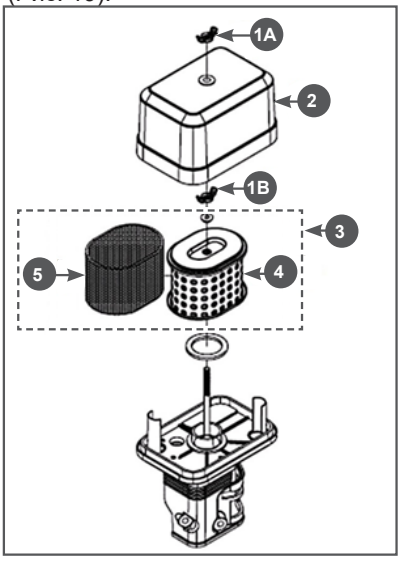

Рис. 19 Обслуживание воздушного фильтра
1. Открутите барашковую гайку 1А и снимите крышку 2 воздушного фильтра (Рис. 19).
2. Открутите барашковую гайку 1В и извлеките из корпуса воздушный фильтр 3 в сборе (Рис. 19).
3. Проверьте целостность и чистоту фильтрующих элементов. Поролоновый (предварительный) фильтрующий элемент 5 установлен на корпусе бумажного фильтрующего элемента 4 (Рис. 19).
4. При незначительном загрязнении промойте предварительный поролоновый фильтрующий элемент 5 (Рис. 19) теплым мыльным раствором и просушите. Поврежденный или сильно загрязненный поролоновый фильтрующий элемент замените.
Бумажный фильтрующий элемент 4 (Рис. 19) не подлежит очистке, необходима его замена. Не продувайте основной бумажный фильтрующий элемент сжатым воздухом, не промывайте его в бензине и других растворителях.